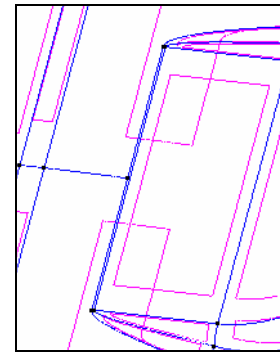

Figure 23
9. In this example, the situation involves a contour of four lines that does not correspond to any real surface (of the piece). These lines were too far apart to be collapsed (Figure 23).